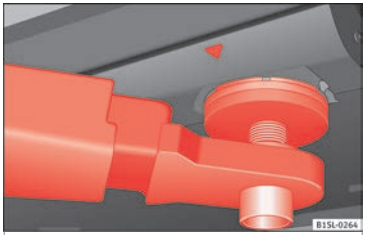
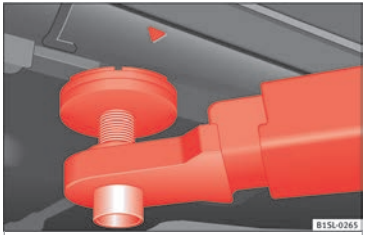

Bild 232 Främre fästpunkter för att höja upp bilen med en lyftplattform eller domkraft
Bild 233 Bakre fästpunkter för att höja upp bilen med en lyftplattform eller domkraft
Använd alltid fästpunkterna i figurerna ››› **bild 232** och ››› **bild 233** när du lyfter bilen. Om bilen inte lyfts vid dessa punkter kan den skadas allvarligt ››› ❗ eller så kan det leda till allvarliga personskador ››› ⚠.
- **Använd endast fästpunkterna i figurerna ››› bild 232 och ››› bild 233 när du lyfter bilen. Om bilen inte lyfts vid de angivna punkterna kan den falla ner från plattformen medan t.ex. motorn eller växellådan demonteras.**